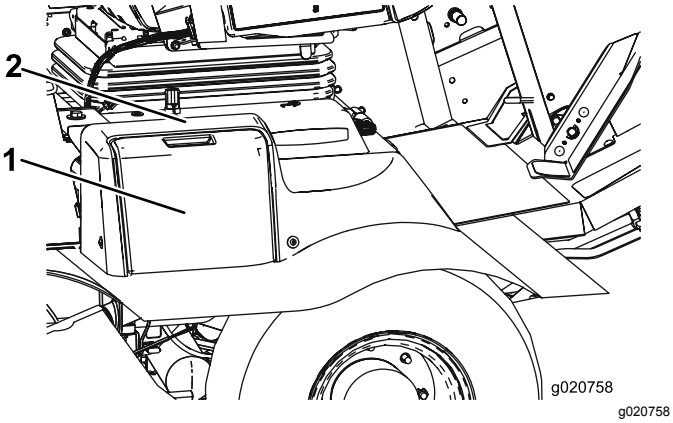

Figur 81
1. Åbn batteridækslet (Figur 81). på siden af afskærmningen.
Bemærk: Tryk ned på den flade overflade over batteridækslet for at gøre dækslet nemmere at fjerne (Figur 81).